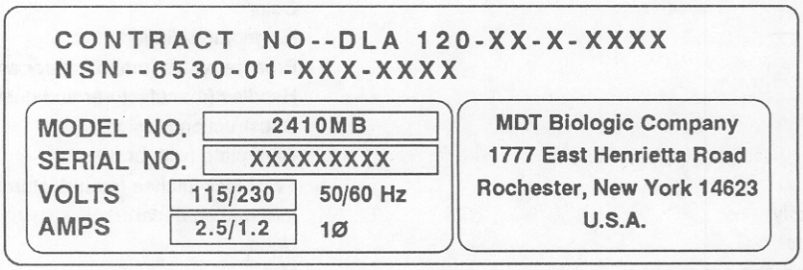

Figure 1-6. Manufacturer data plate.
(1) A manufacturer data plate, located on the back of the base assembly, is depicted in figure 1-6. Three contracts were awarded for the surgical light. The contract number on the label should be one of the following: DLA 120-91-C-8529, DLA 120-92-C-8523, or DLA 120-91-W-P091. The national stock number (NSN) is incorrect on the units. The correct NSN is 6530-01-**343-2033**.